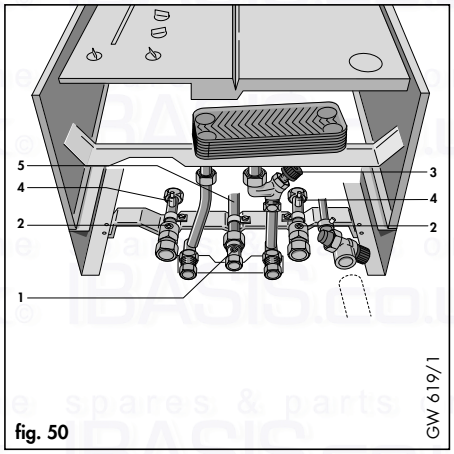
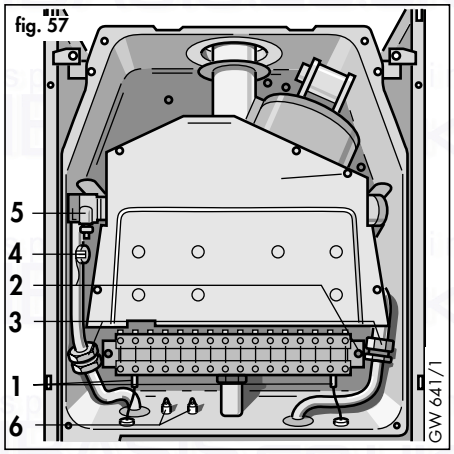

fig. 50
fig. 57
7.1.1 Turning off the boiler (fig. 50)
- Turn off the gas service valve (1)
- Turn off boiler CH service valves (2)
- Turn off DHW cold water service valve (3).
7.1.2 Releasing CH water pressure and draining the boiler (fig. 50)
- Turn off boiler CH service valves (2).
- Attach a length of rubber tube to draining points (4), and drain the water from the boiler into a suitable container by undoing the drain points one turn.
- When pressure gauge reads zero, open main heat exchanger air vent (5, fig. 57) to allow complete draining of the boiler. Close air vent before refilling the boiler.
- Disconnect the ignition and flame sensing electrode leads (1, fig. 57).
- Remove two screws (2, fig 57) and pull burner forwards to remove.
- Pull off HT lead (ignition electrode) or sensing wire (flame sensing electrode) (1, fig 57)
- Turn off the gas service valve (1, fig. 50)